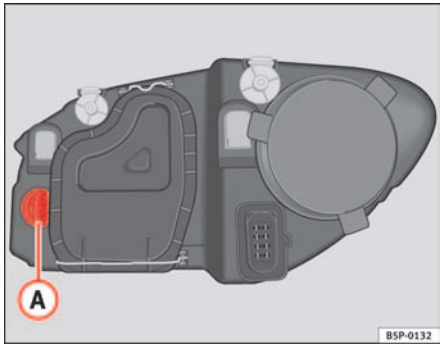

Fig. 174 Turn signal lamps
– Rotate the lamp holder ⇒ fig. 174 (A) to the left and pull.